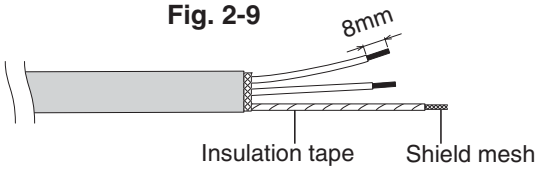

Fig. 2-10
(3) Remove coat of signal wire. (Fig. 2-10)